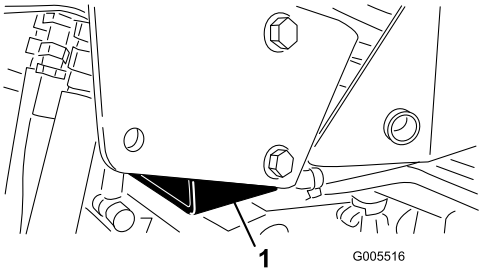

Figur 34
- Höger sida – under domkraftsplattan och intill vältskyddets stödfäste (Figur 34)